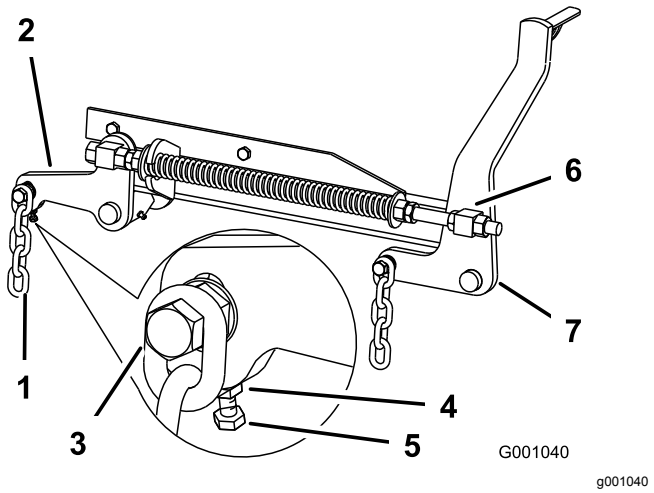

Bild 84
7. Wenn die Werte an den Stellen **B** oder **C**falsch sind, lösen Sie die Schraube, mit der die hintere Kette am hinteren Stützarm befestigt ist (Bild 84).
8. Lösen Sie die Klemmmutter unter dem hinteren Stützarm und stellen Sie die Einstellschraube so ein, dass Sie einen Wert von 80 mm bis 83 mm erhalten, siehe Bild 84.
7. Lösen Sie die Klemmmuttern des vorderen Drehzapfens, vorne am rechten und linken Drehzapfen, um ungefähr 13 mm (Bild 84).
8. Stellen Sie die Hubmuttern auf der linken und rechten Seite der Maschine so ein, dass Sie vorne an Stelle **A** einen Wert erzielen, der um 6 mm bis 10 mm niedriger ist als hinten an Stelle **B** (Bild 84).